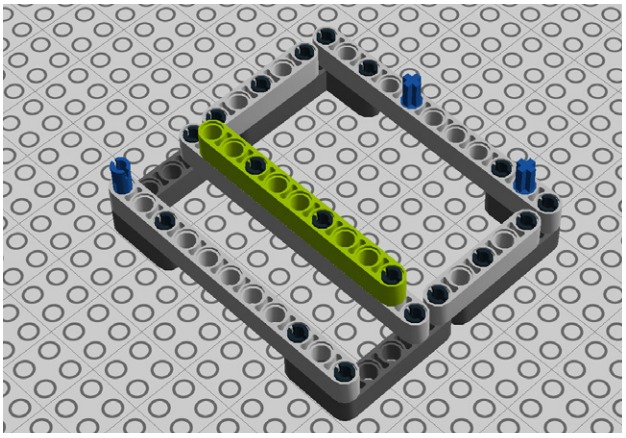

Figure 9-87. *Step 82: Adding a 9M beam*
82. Add a 9M beam as seen in Figure 9-87.